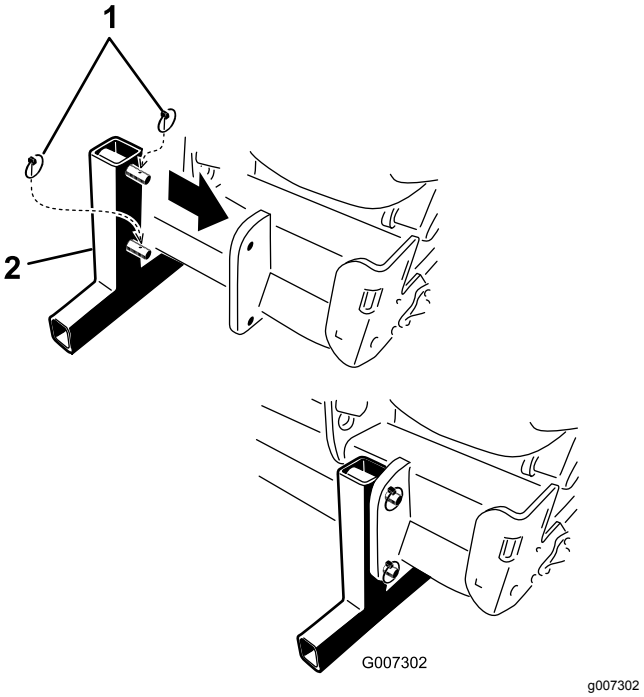

Figuur 44
5. Monteer de opslagstandaarden en bevestig ze aan de beluchter met de borgpennen (Figuur 44).